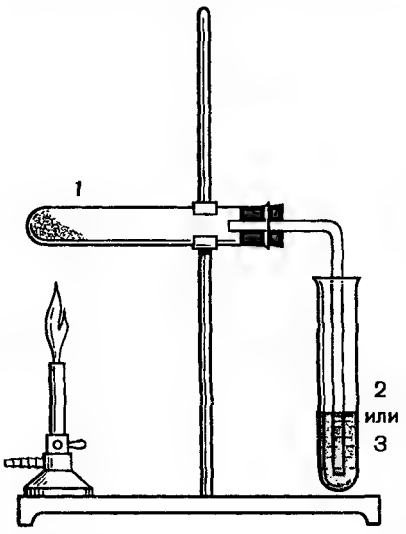

Рис. 19.1. Прибор для получения метана. Объяснение в тексте.
Опыт 1. Получение и свойства метана. Опыт проводится в приборе, показанном на рис. 19.1. В 1-ю пробирку поместите 6 лопаточек безводного ацетата натрия (1)[1] и 10 лопаточек натронной извести (2), смесь тщательно перемешайте. Вставьте в пробирку пробку с газоотводной трубкой. Пробирку закрепите горизонтально в лапке штатива. Во 2-ю пробирку поместите 6 капель бромной воды (3), в 3-ю — 6 капель 2% раствора перманганата калия (4). Начинайте нагревать 1-ю пробирку с реакционной смесью сначала осторожно, а затем усильте нагревание. Опустите газоотводную трубку во 2-ю пробирку так, чтобы конец ее погрузился в бромную воду. Через 1—2 мин замените 2-ю пробирку на 3-ю пробирку. Убедитесь, что исходная окраска растворов не изменилась.